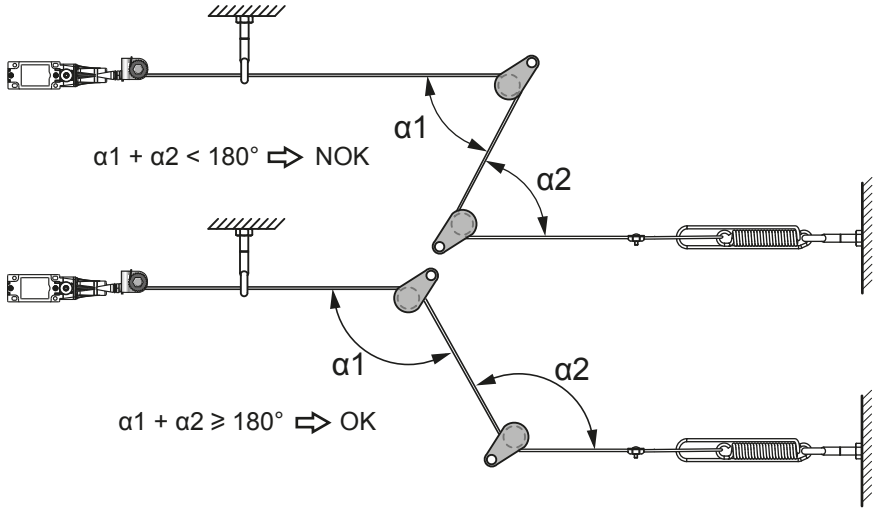

Fig.9 Signaling of the tripping / Signalisation du déclenchement / Signalisierung der Auflösung / Señalización del disparo Indicazione di escursione / 发出跳闸信号
1. Use the turnbuckle ⑦ to tighten the cable ⑤ until the index ⑩ is between the marks ⑨
2. Arm the device by pulling on the button ⑧ : a "click" will sound and the green label must be completely visible **(fig. 9)**.
3. Trip the device by pulling on the cable ⑤